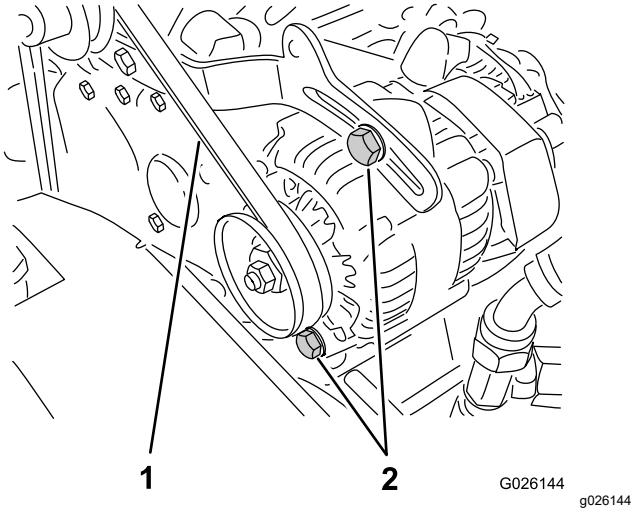

図 63
2. クランクシャフトとオルタネータのプーリ間の中央でベルトを指で押してベルトの張りを点検する 押す力は10kg程度(図 63)。
A. オルタネータの取り付けボルト2 本をゆるめる図 63。
B. エンジンとオルタネータの間にバールを入れて適当な張りに調整し、取り付けボルトを締め付ける図 63。